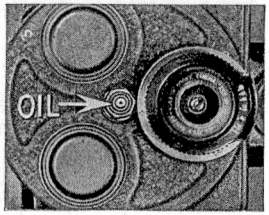
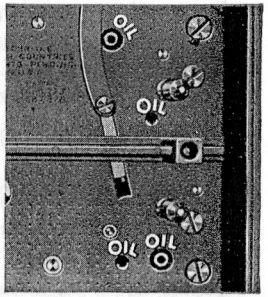

FIGURE 18
FIGURE 19
41. Filmo 70-DA and 70-E Cameras require adequate lubrication. Five oil holes are provided, one at the center of the head (Figure18) and four in the plate beneath the film spools (Figure 19). To get at the oil hole on the camera head, pry out the capped pin which plugs this hole, using a pen knife or a small screw driver. Each of the five holes should receive one or two drops of Filmo Camera Oil after each five or six hundred feet of film are exposed. Should the camera remain unused for a month or more, oil it before using it. Oiling is particularly necessary when the camera is used in humid countries or by the sea. (If the camera has a hand crank, another oil hole near the hand crank hole should also receive one or two drops of lubricant at each oiling.)